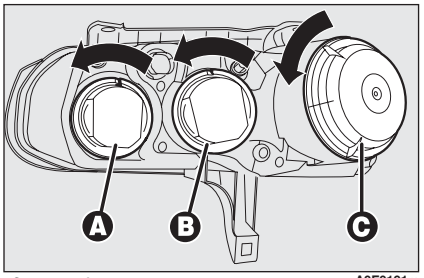

fig. 25/a
- ❒ gire hacia la izquierda la tapa **A-fig. 25/a**;